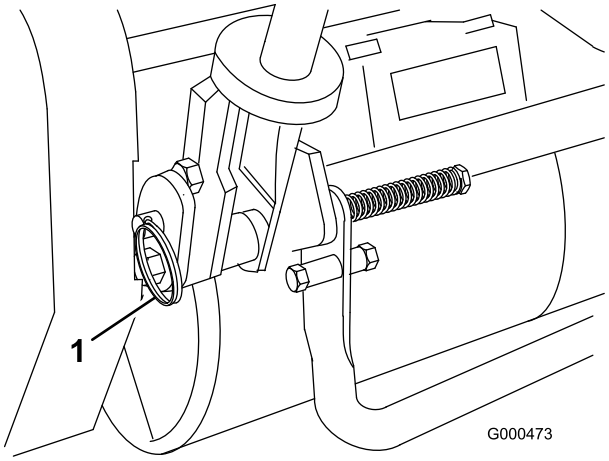

Figure 11
1. Retirez les goupilles fendues des axes de chape de chaque côté de la tondeuse (Figure 11).
2. Soutenez le guidon et retirez les axes de chape de chaque côté pour monter ou descendre le guidon à la hauteur voulue (Figure 11).